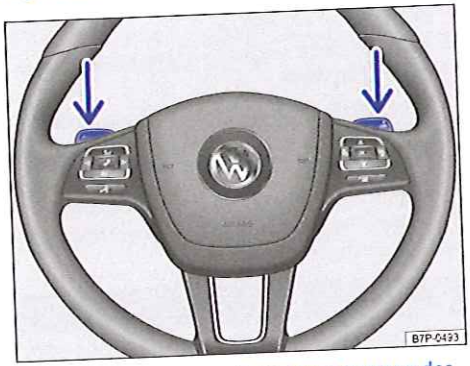

Fig. 161 Volant avec palettes pour passage des rapports de la commande Tiptronic.
- Dans le programme de conduite **D/S**, actionnez les palettes au volant → fig. 161(flèches).